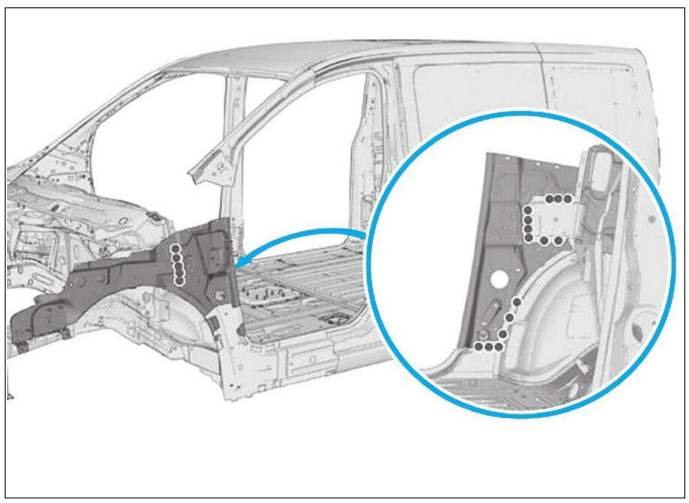

**FIG. 35**
• Souder par points bouchons **(Fig.35)**.